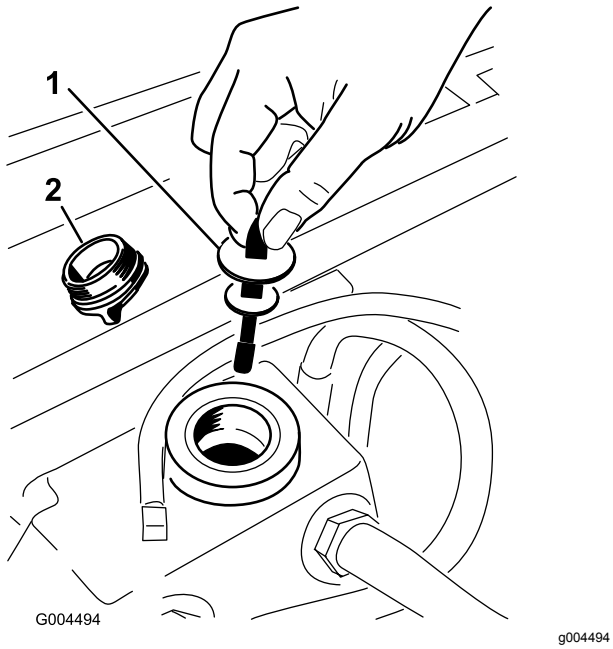

**図 57**
5. 油圧オイル給油口からキャップを取る図 57。
6. ディップスティックを抜きウェスで一度きれいに拭く(図 57)。
7. もう一度首に差し込んで引き抜き、オイルの量を点検する図 57。